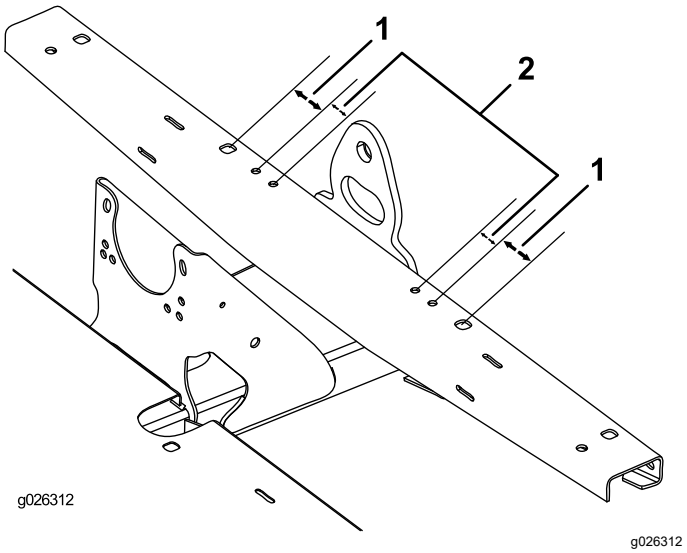

Figura 8
3. Usando las dimensiones indicadas en Figura 8, localice, marque y perfore 4 taladros de 9,5 mm en la parte superior del perfil del bastidor.